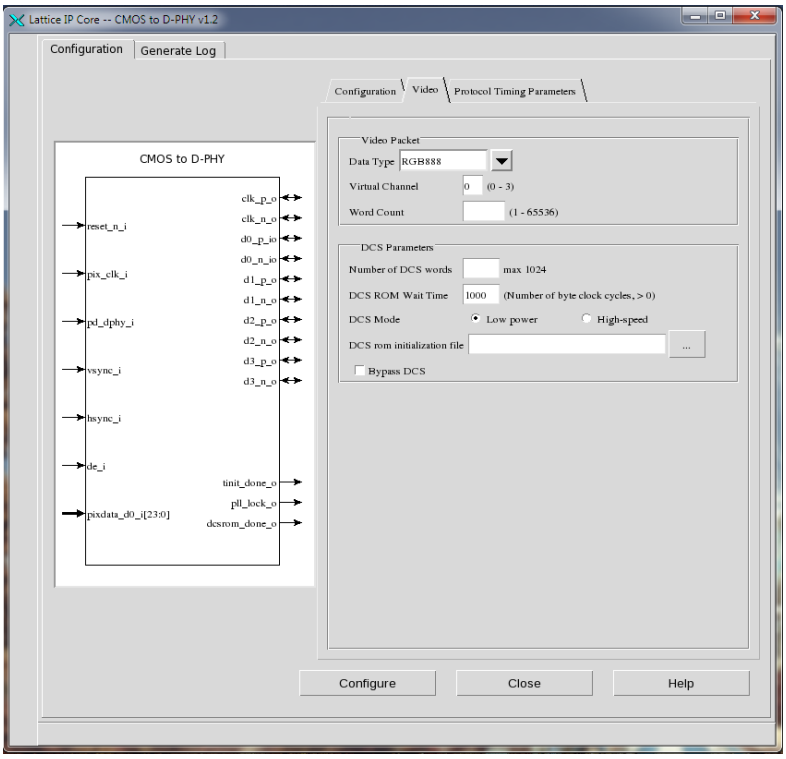
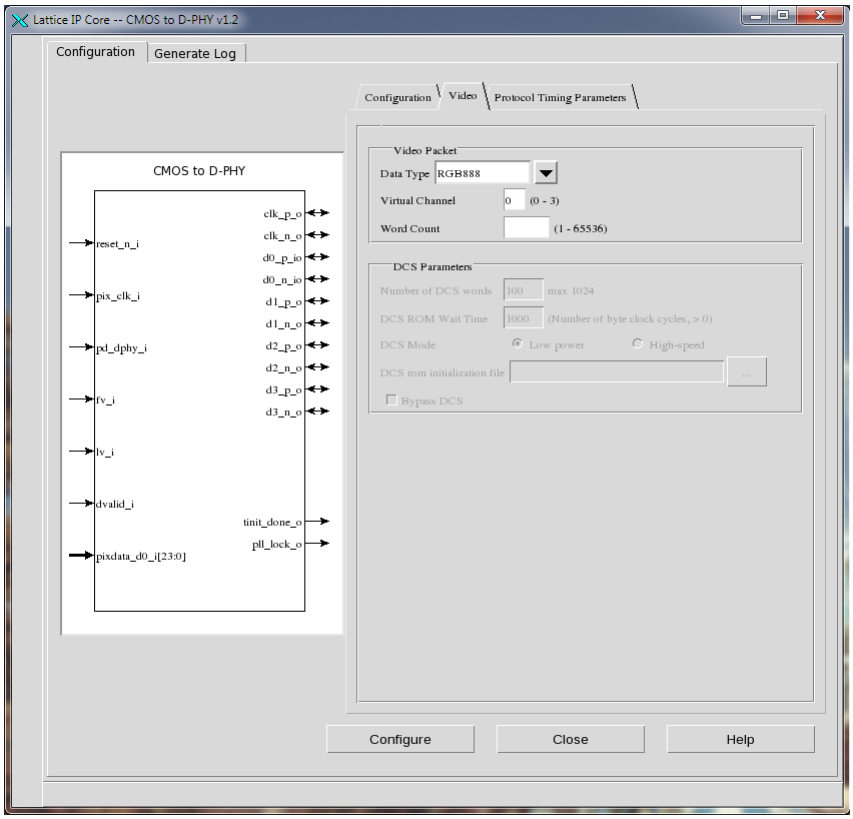

**Figure 4.5. Video Tab – DSI in IP User Interface**
**Figure 4.6. Video Tab – CSI-2 in IP User Interface**
5. Go to **Video** tab shown in Figure 4.5 and input valid values in the required fields. DCS Parameters Frame is disabled when Tx Interface is set to CSI2 as shown in Figure 4.6.